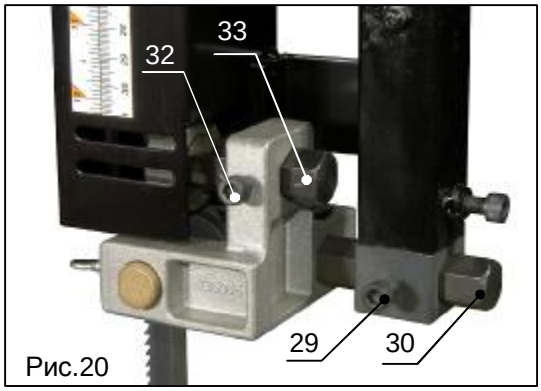

Рис.20
1. Ослабьте винт фиксации (поз.29, рис.20/23) вала (поз.30, рис.20) направляющих подшипников.
3. Затяните винт фиксации (поз.29, рис.20/23) вала направляющих подшипников.
1. Ослабьте винт фиксации (поз.32, рис.20/24) вала (поз.33, рис.20/24) опорного подшипника.
3. Затяните винт фиксации (поз.32, рис.20/24) вала (поз.33, рис.20/24) опорного подшипника.